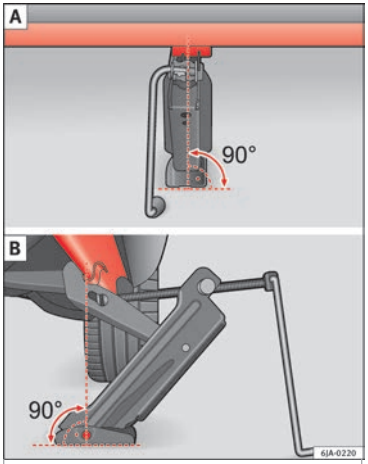

Fig. 65 Fitting the jack.
- Adjust the jack so that its claw surrounds the jacking point on the door sill ››› Fig. 65 - **B** underneath the stamp.
- Make sure that the base of the jack is entirely supported on a flat surface and that it is vertical ››› Fig. 65 to the point where the claw surrounds the jacking point on the door sill.